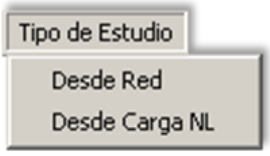

Figura D.45. Despliegue del menú Tipo de Estudio.
- **Tipo de estudio.** Este campo permite seleccionar el tipo de estudio a efectuar (ver Figura D.45).